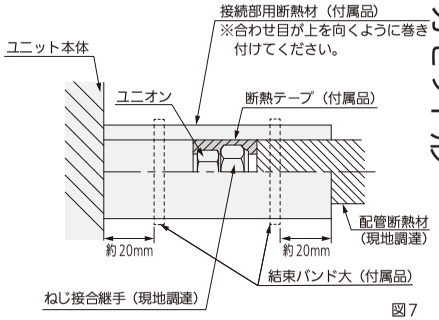

図 7
- 図 7 に従って液管・ガス管とも、断熱してください。ねじ接合継手部に断熱テープ（付属品）を巻き付けてください。配管接続部には接続部用断熱材（付属品）を隙間がないように巻き付け、結束バンド大（付属品）で締め付けてください。